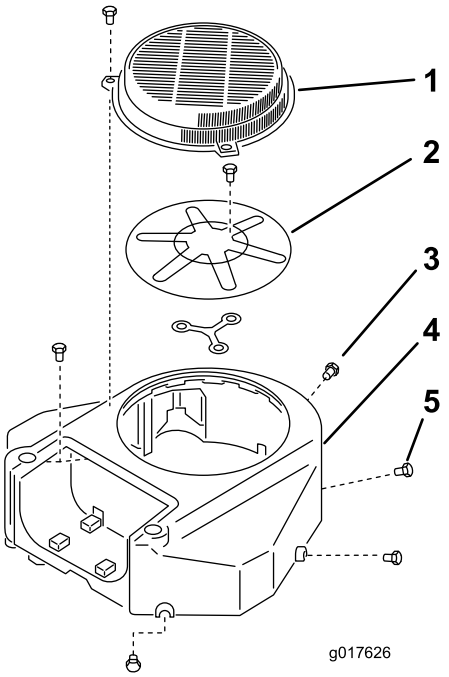

**Figuur 62**
3. Verwijder het luchtinlaatrooster en de ventilatorbehuizing (Figuur 62).
5. Monteer het luchtinlaatrooster en de ventilatorbehuizing (Figuur 62).